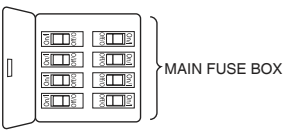

**Figure 2**
**To avoid possible electrical shock, be sure electricity is turned off at the main fuse box before wiring. (Figure 2)**